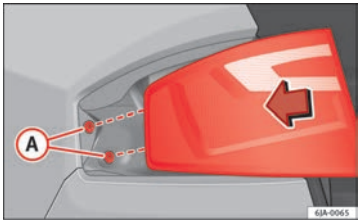

Fig. 166 Fitting tail light unit
– Press the rear light unit backwards (driving direction) by fitting the fastenings into the rubber mountings ⇒ Fig. 166 (A).